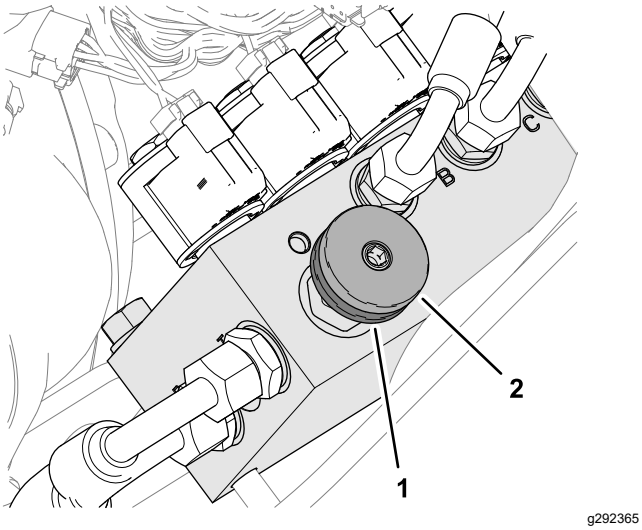

Rysunek 37
Aby załączyć układ przenoszenia obciążenia: Wartość przenoszonego obciążenia można dostosować do konkretnych warunków pracy, obracając pokrętło przenoszenia obciążenia (Rysunek 37) w następujący sposób:
1. Odkręć nakrętkę zabezpieczającą zaworu o pół obrotu w lewo i przytrzymaj ją w takiej pozycji (Rysunek 37).
2. Przekręć pokrętło zaworu (Rysunek 37) w lewo, aby zmniejszyć wartość przeniesienia obciążenia, oraz w prawo, aby zwiększyć wartość przeniesienia obciążenia.